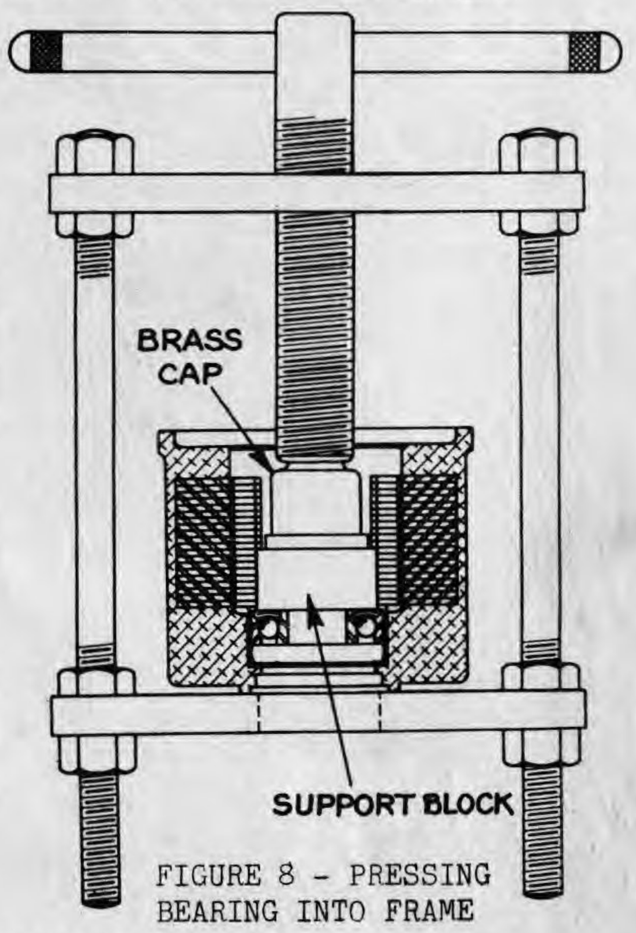

FIGURE 8 - PRESSING BEARING INTO FRAME
7. Place the magneto housing in the screw press as shown in Figure 8. Immediately above the bearing put the block C, carefully centering it with the bearing. Then turn down the drive screw of the press, placing the brass cap between the drive screw and the support block as shown. Be positive the assembly is perpendicular in the press before forcing the bearing into the recess.